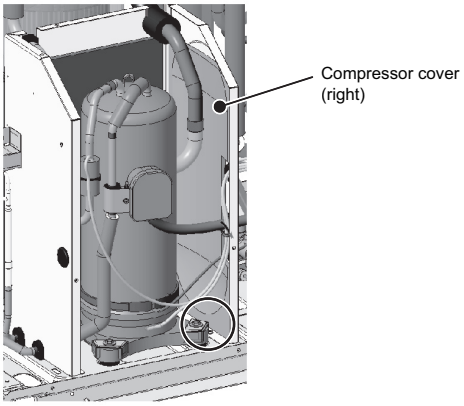

Figure 4
(4) Remove the right compressor cover by unscrewing the screw. (See Figure 4.)